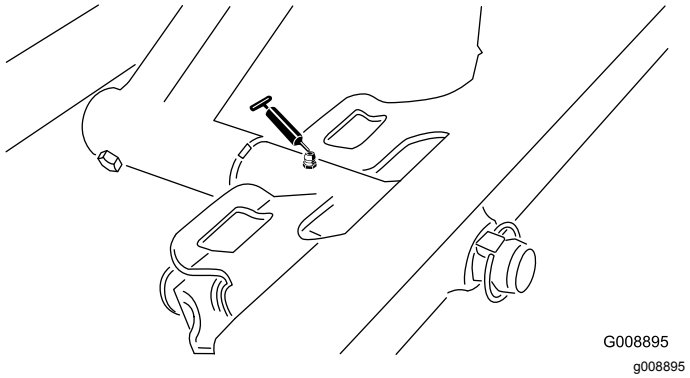

Figur 50
- Forreste klippeenheds drejetap (Figur 50)